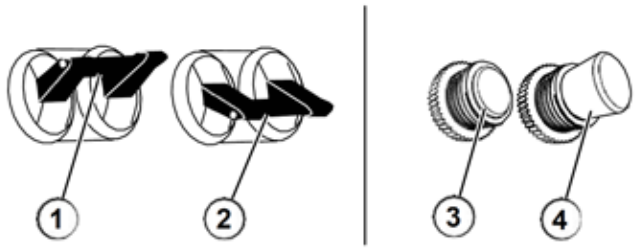

Figura 8 - Disyuntores
3. Asegúrese de que los interruptores estén correctamente configurados (consulte la Figura 8).
2. Asegúrese de que los interruptores estén correctamente configurados (consulte la Figura 8).